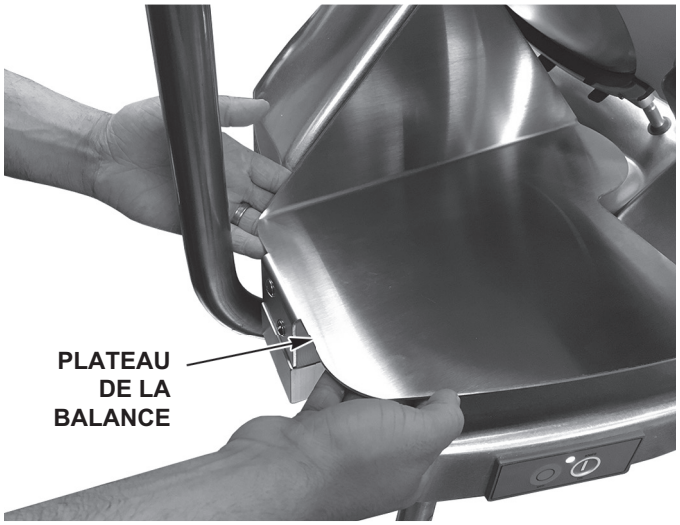

Fig. 37
- Retirez le plateau de balance en plaçant les deux mains dans la position indiquée (fig. 37) et en le soulevant.